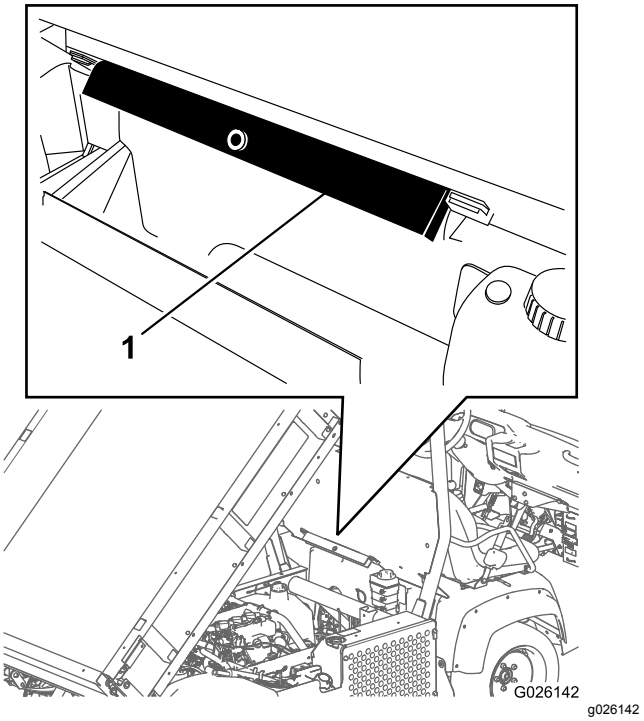

Rysunek 32
2. Zdejmij podporę platformy ze wsporników mocujących z tyłu panelu układu ROPS (Rysunek 32).